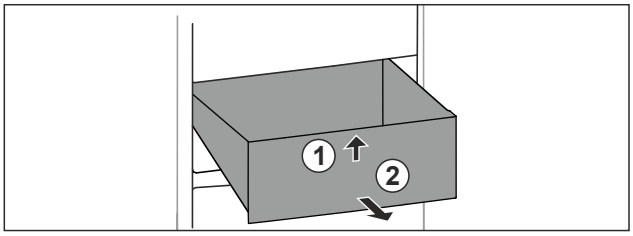

Fig. 52
▶ Lift up drawer at the front. *Fig. 52 (1)*
▶ Remove drawer to the front. *Fig. 52 (2)*